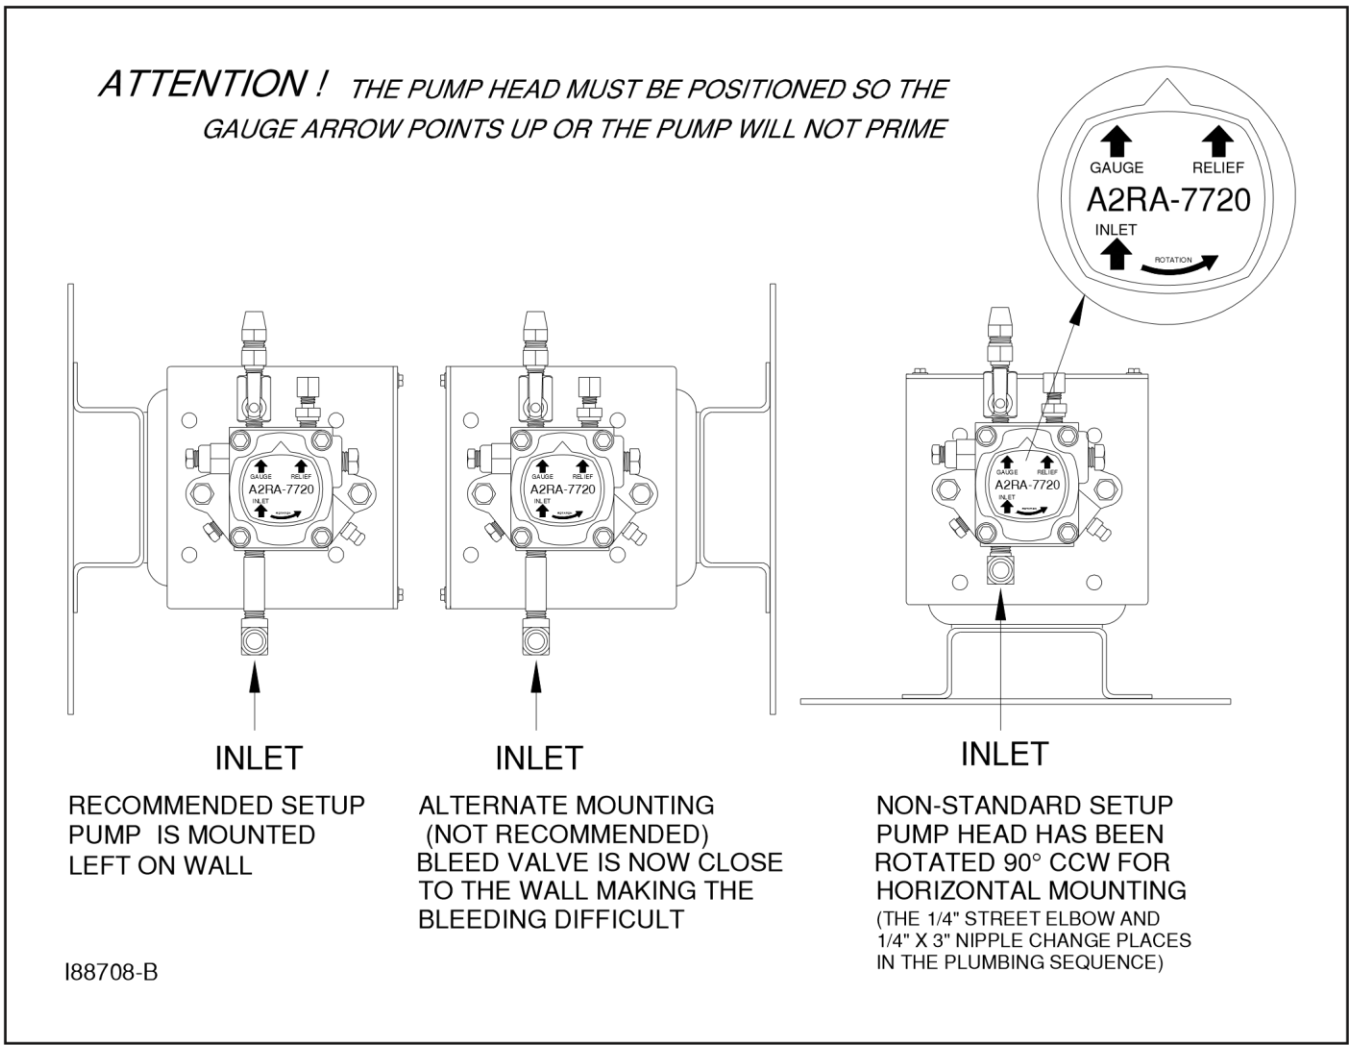

Figure 4G - Proper Positioning of Metering Pump Head
ATTENTION: If the metering pump is to be mounted horizontally or on a bracket, as shown in Figure 4G, the pump head must be rotated counterclockwise so that it is aligned in a horizontal position. ***The gauge arrow on the pump head must point up, or the pump will not prime.***
3. Rotate the pump head 180 degrees to the horizontal position as shown in Figure 4G.